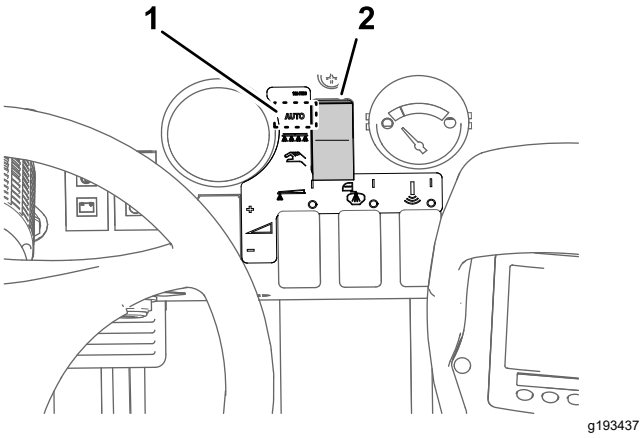

Figure 43
3. Set the sprayer mode button to the Application Rate Mode (Figure 43).